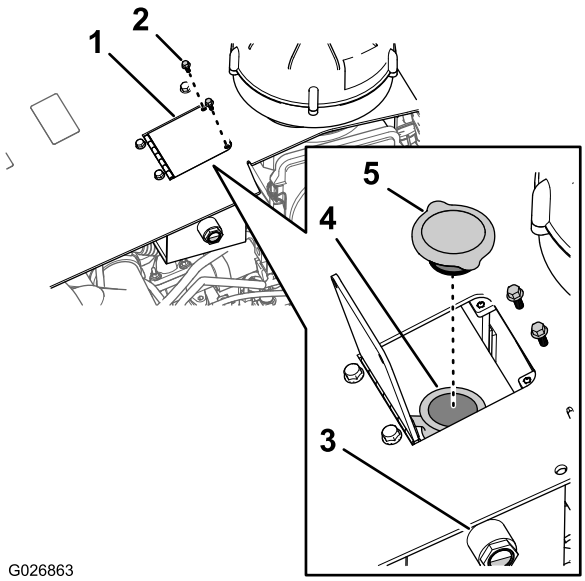
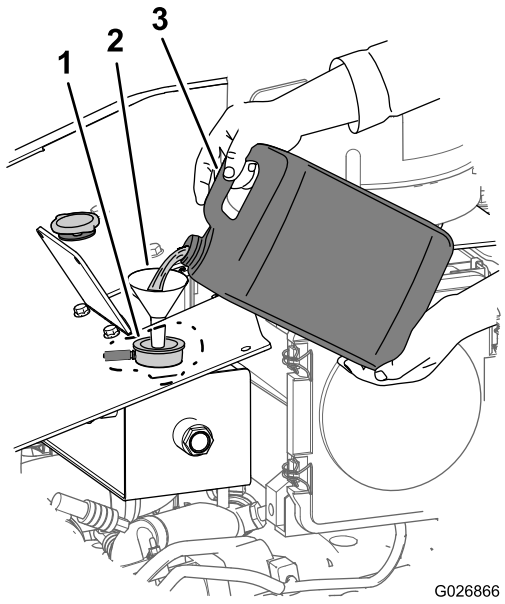

Figure 97
Figure 104
4. Contrôlez le niveau de liquide de refroidissement à travers le regard de niveau situé sur le côté du vase d'expansion (Figure 97).
A. Retirez les 2 boulons à tête hexagonale qui fixent la trappe au capot de la machine, et ouvrez la trappe du vase d'expansion (Figure 97).
B. Enlevez le bouchon du vase d'expansion et faites l'appoint de liquide de refroidissement jusqu'à ce que le niveau de liquide atteigne le centre du regard (Figure 97).
2. Retirez les 2 boulons à tête hexagonale qui fixent la trappe du vase d'expansion au capot de la machine et ouvrez la trappe (Figure 97).
3. Retirez le bouchon du vase d'expansion (Figure 97).
1. Retirez le bouchon du vase d'expansion (Figure 97).
2. Remplissez le circuit de refroidissement du mélange spécifié (Figure 104) jusqu'à ce que le niveau de liquide soit à mi-hauteur du regard de niveau (Figure 97).
3. Remettez en place le bouchon du vase d'expansion (Figure 97).